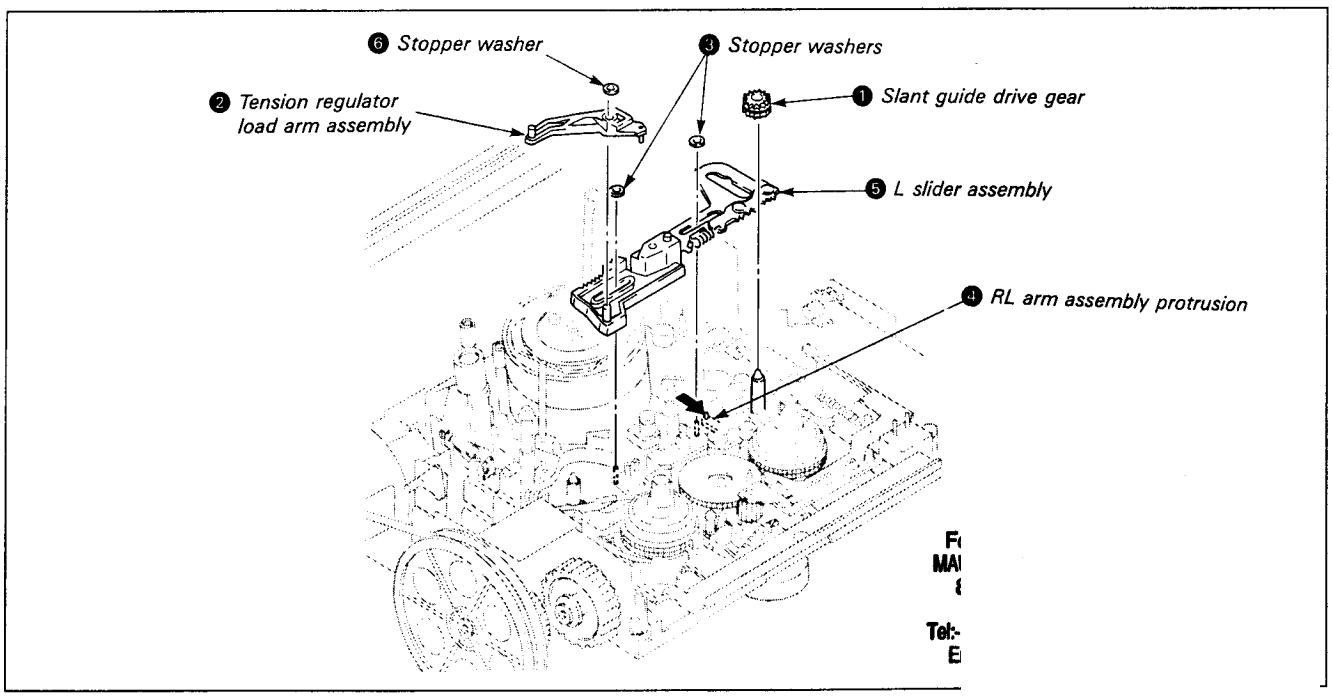

Fig. 7-30.
### 7-3-11. L Slider Assembly (See Fig. 7-30. ~32.)
6) Remove the tension regulator load arm assembly according to 7-3-11., 1. Removal, 8). (See Fig. 7-30.)
7) Remove tension spring ❶.
8) Remove the two stopper washers ❷ and remove the S main brake assembly ❸ and T main brake assembly ❹.
10) Remove the screw ❺ and the drive assembly ❻.
12) Remove the two tension springs ❼.
13) Remove REW brake assembly ❽.
14) Remove stopper washer ❾ and B release slider ❿.